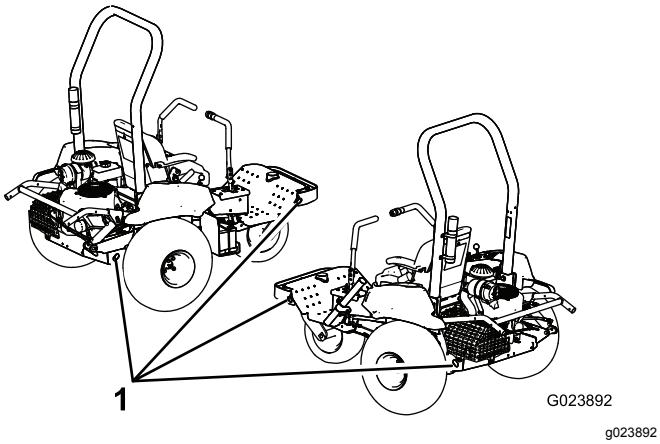

**Figur 30**
5. Bruk festepunktene på maskinen (Figur 30) for å feste maskinen sikkert til transportkjøretøyet med remmer, kjettinger, vaier eller tau.